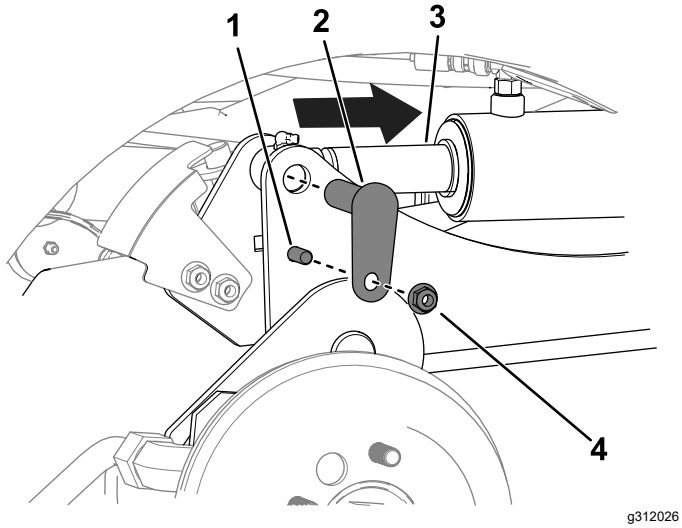

**Bild 10**
C. Verwenden Sie einen Austreiber, um die Löcher der Zylinderstange mit den Löchern des Hubarms auszurichten (Bild 10).
D. Verwenden Sie zwei Schrauben (⅜" x 1¼"), zwei Muttern (⅜") und zwei kleine Stifte, um die Hubarme an den Zylindern zu befestigen (Bild 10).